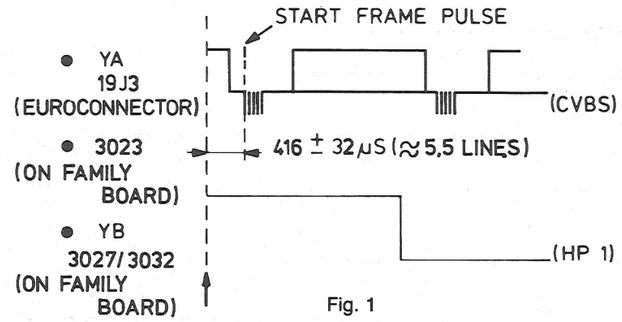

Fig. 1
- Adjust 3123 until the positive–going edge in the HP signal is situated 416µsec. ± 32 µsec. (≈5.5 lines) before the leading edge of the frame pulse, see Fig. 1.
- Regel 3123 af zodat de positief gaande flank in het HP1–signaal zich 416 µsec. ± 32 µsec. (≈5.5 lijnen) voor de voorflank van de rasterimpuls bevindt, zie Fig. 1.
- Ajuster 3123 pour que le flanc en sens positif du signal HP1 se trouve en avance de 416 µsec. ± 32 µsec. (≈5.5 lignes) sur le flanc avant de l'impulsion de trame, voir Fig. 1.
- 3123 dahin regeln, dass die positiv verlaufende Flanke in dem HP1–Signal sich 416 µsec. ± 32 µsec. (≈5.5 linien) vor der Vorderflanke des Rasterimpulses befindet, siehe Fig. 1.